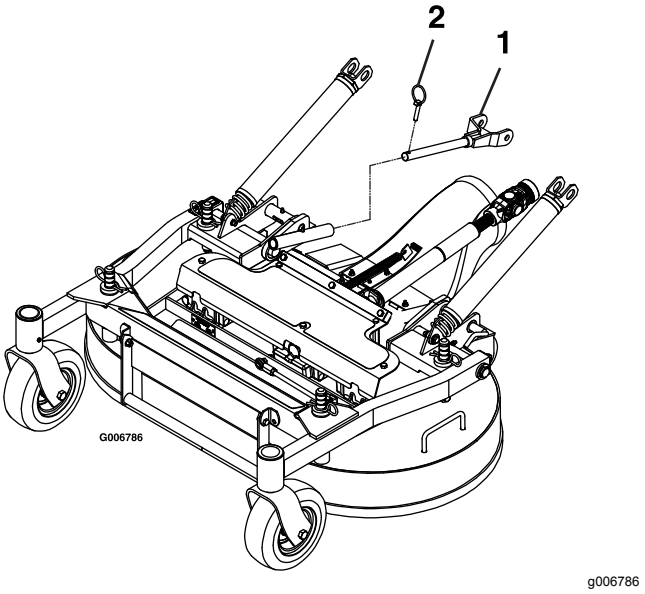

Figur 76
6. Ta bort hjulsprintarna framför skjutarmarna på båda sidor av maskinen (Figur 76).
6. Fäst skjutarmarna med hjulsprintarna på vänster och höger sida av maskinen (Figur 76).